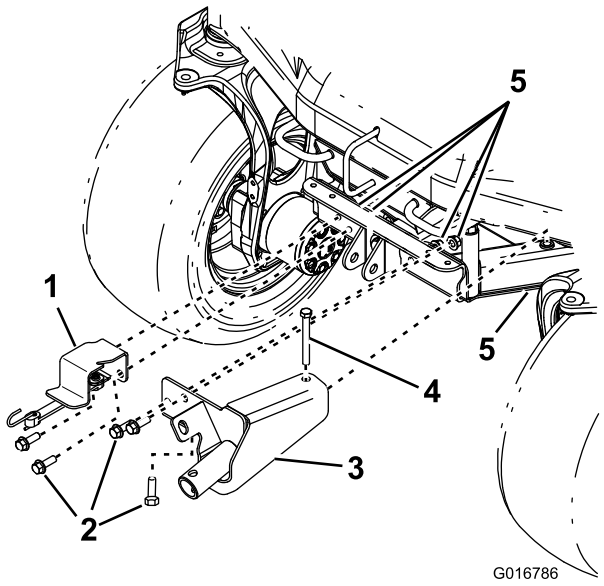

Figura 5
2. Ligue o suporte de suspensão do macaco à estrutura da máquina com dois parafusos flangeados de cabeça sextavada e 2 porcas de bloqueio (Figura 5).
3. Instale o suporte do macaco na estrutura da máquina com 3 parafusos flangeados de cabeça hexagonal (1/2 x 1-1/2 pol.), um parafusos de cabeça hexagonal (1/2 x 4-1/2 pol.) e 4 porcas de bloqueio (Figura 5).